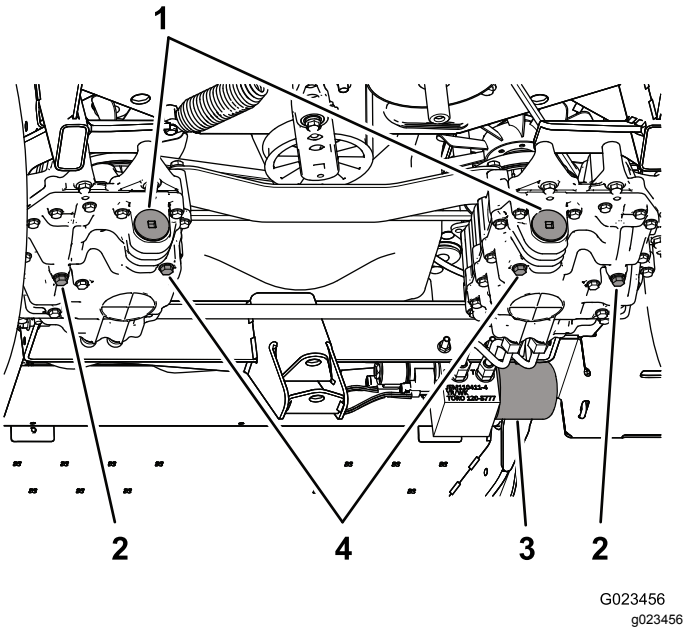

Figur 69
3. Fjern aftapningsproppen på pumpesiden og aftapningsproppen på gearsiden (Figur 69) og lad al olien løbe ud.